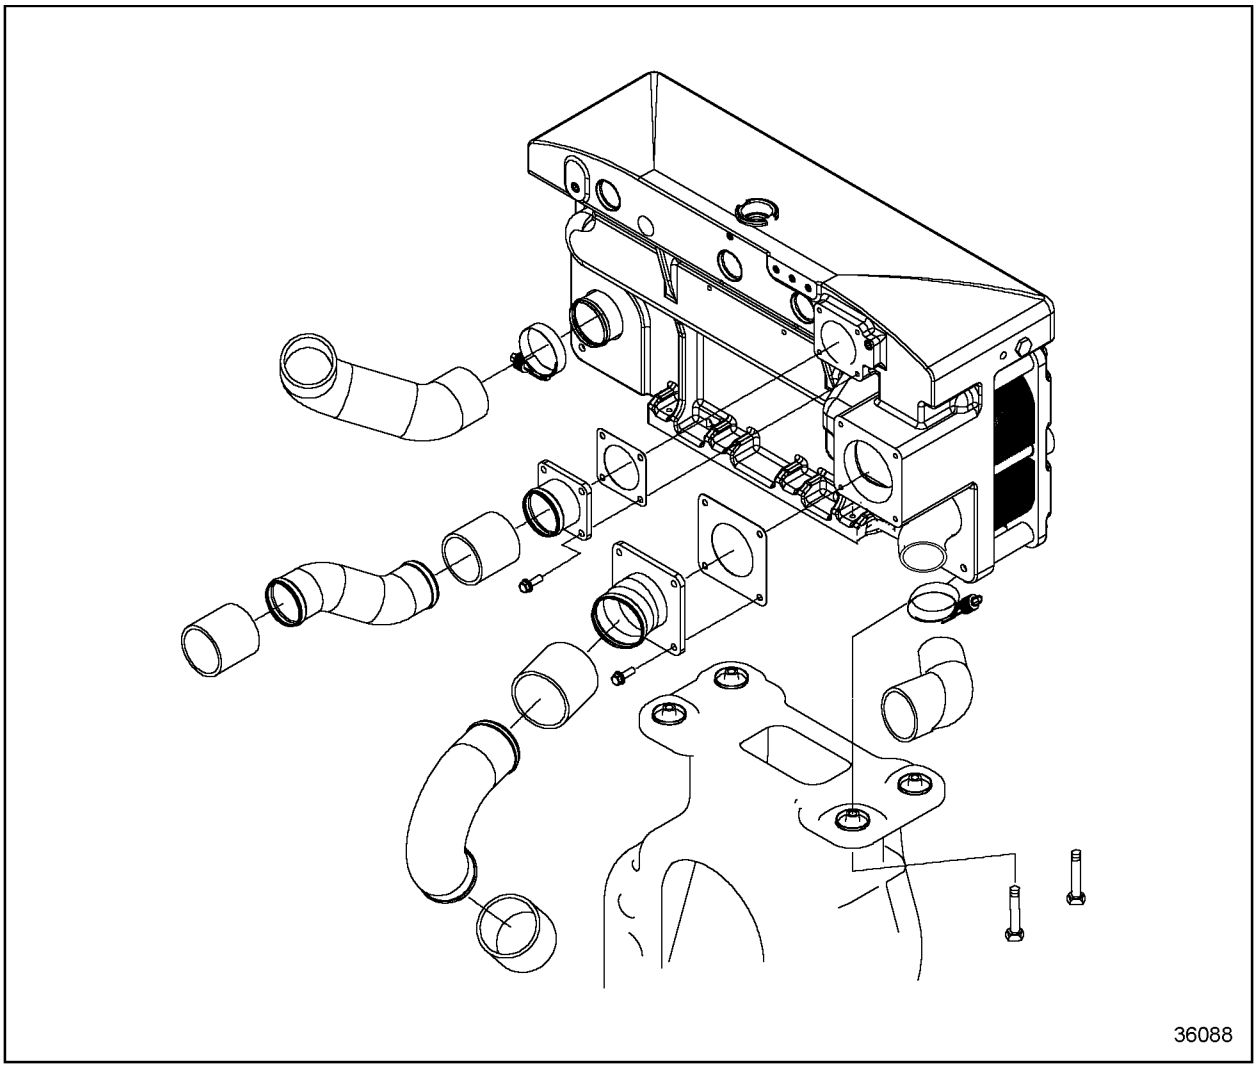

Figure 4-97 Back of Heat Exchanger Showing Piping
4. Using required blue connector hoses and hose clamps, attach the raw water inlet and outlet tubes to the heat exchanger tank. See Figure 4-97.